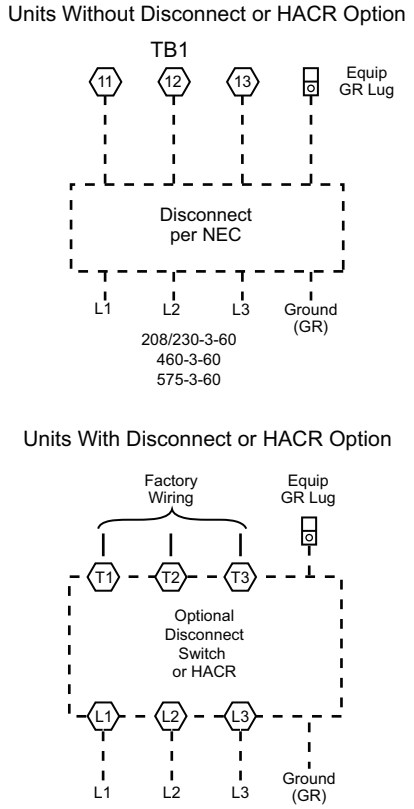

Fig. 37 — Power Wiring Connections
Size wire based on MCA (Minimum Circuit Amps) on the unit informative plate. See Fig. 37 for power wiring connections to the unit power terminal block and equipment ground. Maximum wire size is 2/0 AWG per pole.
3. Install power lines to terminal connections as shown in Fig. 37.